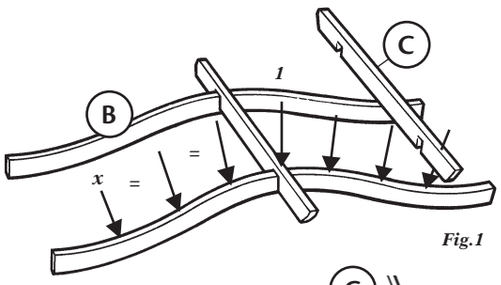

Fig.1
2. Mark off seven points along the length of each of the curved beams where the rafters will be fitted (see ***Fig.1***). It is recommended that the centre is marked first and the other points measured from it.